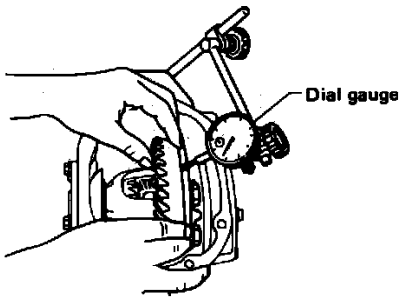

Fig. 16 Measuring Runout
i. Check drive gear runout and pinion and drive gear rotation for smoothness, **Fig. 16.**